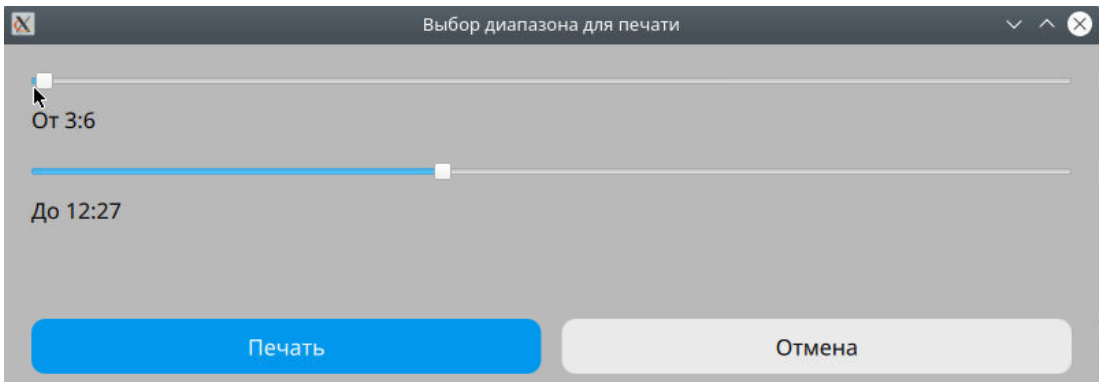

Рисунок 295 – Выбор диапазона для печати
в выбранную позицию, в поле "От" отобразится время позиции в формате `M:C` или `MM:CC` (рисунок 295).
3. Выбрать окончание диапазона печати, для этого нажать на требуемое место на полосе прокрутки в поле "До", символ переместится в выбранную позицию, в поле "До" отобразится время позиции в формате `M:C` или `MM:CC` (рисунок 295).